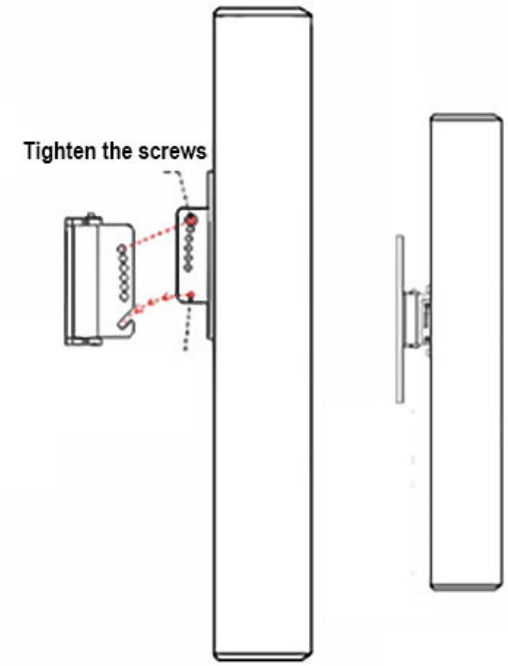

Figure 5
c. Tighten the screws inserted in this step (Figure 5).